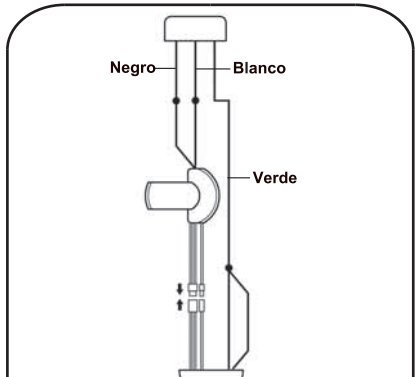

Fig.19
Paso 3. Si su caja de distribucion tiene un alambre a tierra (verde o cobre) conectelo a los alambres a tierra (verdes) de la Esfera de Soporte y la Abrazadera de Montaje. Si su caja de distribucion no tiene un alambre a tierra, entonces unicamente conecte los dos alambres a tierra de la Esfera de Soporte y la Abrazadera de Montaje. Asegure la conexion con un conector de plastico proveido.(Fig. 19)